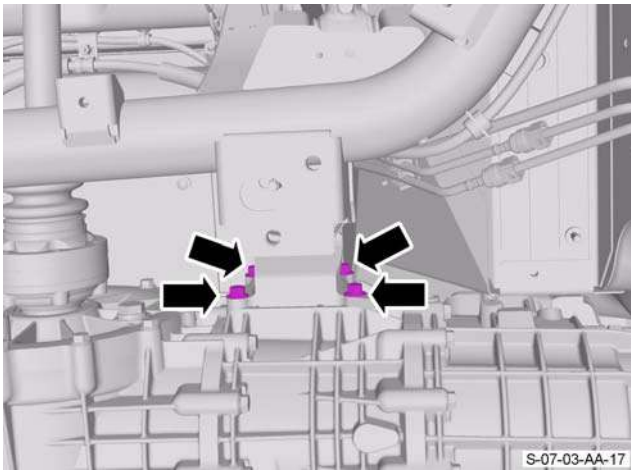

Figure 13
33. Remove and discard the four bolts that attach the right side transaxle mount bracket to the transaxle. (see Figure 13).